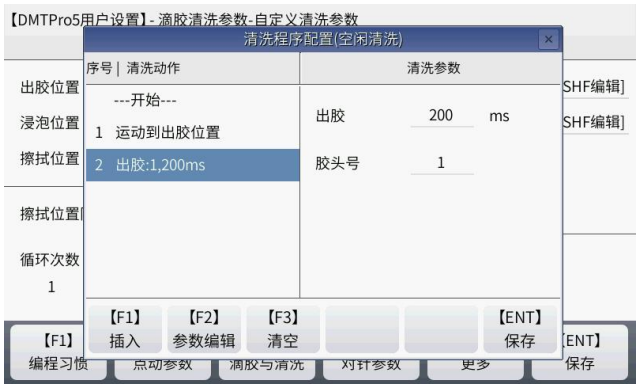
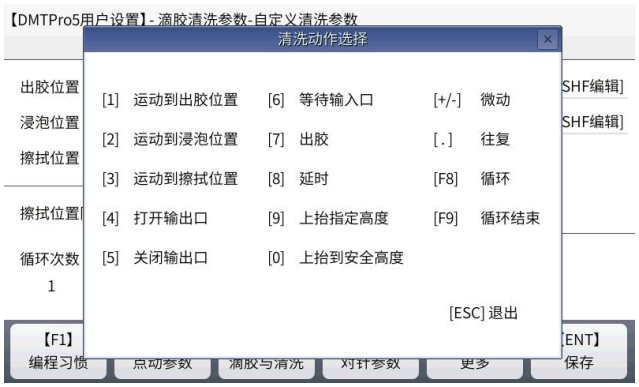

图 10.4.3 清洗程序-空闲清洗/.加工 N 次清洗
图 10.4.4 清洗动作选择
1.系统空闲清洗时间设置，设置范围：0--999999，单位秒，设置 0 是不启动空闲清洗；按键[SHF]进行空闲清洗动作程序设置，如图 10.4.3；按键[F1]进行插入清洗动作选择设置，如图 10.4.4；设置完毕后按[ENT]保存。
2. 加工 N 次清洗设置，设置范围：0--999999，单位次数，设置 0 是不启动加工 N 次清洗；按键[SHF]进行空闲清洗动作程序设置，如图 10.4.3；按键[F1]进行插入清洗动作选择设置，如图 10.4.4；设置完毕后按[ENT]保存。按键 Y+，Y-方向键移动光标到“<加工前>”，按键[SHF]进行清洗的时序设置，可以设置是在加工前还是加工后进行清洗动作。